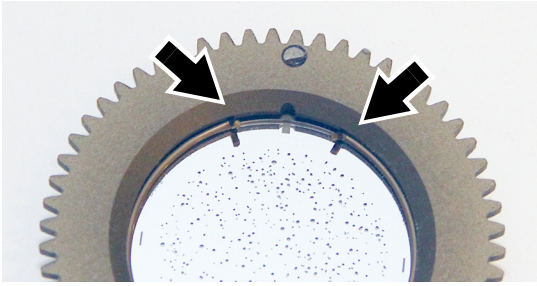

**Figure 20 : Ressort de rétention**
1. Voir Figure 20. Placez le porte-gobo sur une surface propre, ressort vers le haut. Notez la position de l'extrémité du ressort courbée. Avec une spatule plastique pour éviter toute rayure, soulevez l'extrémité du ressort et dégagez-le de la rainure qui le maintient. Retirez le ressort de rétention du support.
4. Vérifiez que le gobo est convenablement appuyé sur le fond du porte-gobo. Voir Figure 20. Insérez le ressort de rétention dans le porte-gobo et poussez-le dans la rainure prévue à cet effet. Vérifiez que le ressort est aussi plat que possible et que le gobo est correctement maintenu.